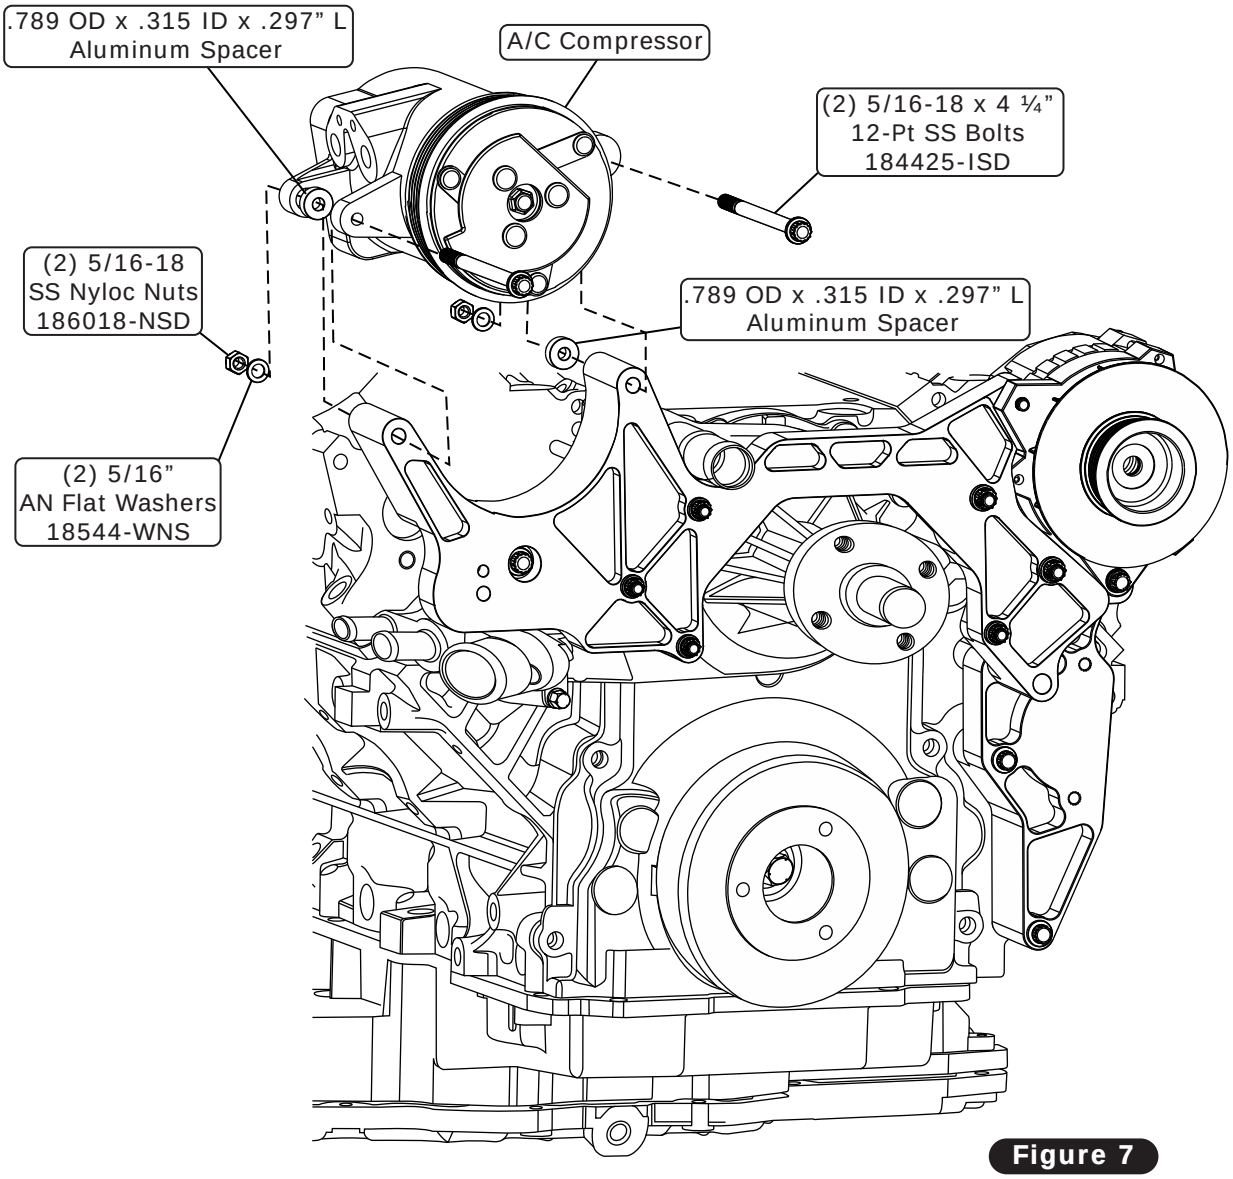

Figure 7
1. Install the A/C compressor as shown in Figure 7, below.
2. Install (2) .789 OD x .315 ID x .297" L aluminum spacers between the compressor and the main bracket assembly, along with (2) 5/16-18 x 4 ¼" 12-Pt SS bolts, (2) 5/16" AN flat washers and (2) 5/16-18 SS nyloc nuts (See Figure 7, below). The compressor mounting ears contain sliding bushings that are drawn in and clamp to the bracket when compressed. Torque to 25 lb ft.